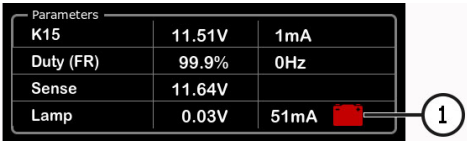

Figure 24. Parameters of Lamp-type regulators
4. Press the **"K15"** button. The voltage should drop to the battery level; the regulator should turn off and stop responding to changes in speed or the specified voltage level. A battery indicator should appear in the **"Lamp"** parameter field (see position 1 in Fig. 24).